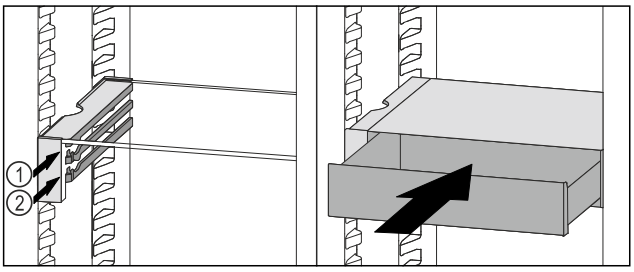

Fig. 107
▶ Place the VarioSafe drawer behind the stoppers on desired rib *Fig. 107 (1)* or *Fig. 107 (2)*.